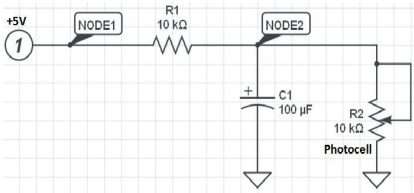

Figure 2-3. *RC timing circuit with a photocell (variable resistor)*
The Sunrise-Sunset Light circuit operates like the Smart Switch, except you don't have to use a mini pushbutton to start the timing function. The mini pushbutton has instead been replaced with a light sensor called a photocell. A photocell is a variable resistor that changes its resistance based on the amount of light touching its surface. Light falling on a photocell will decrease its resistance value. No light will increase its resistance value. Figure 2-3 shows the resistor-capacitor (RC) timing circuit with a photocell variable resistor symbol.